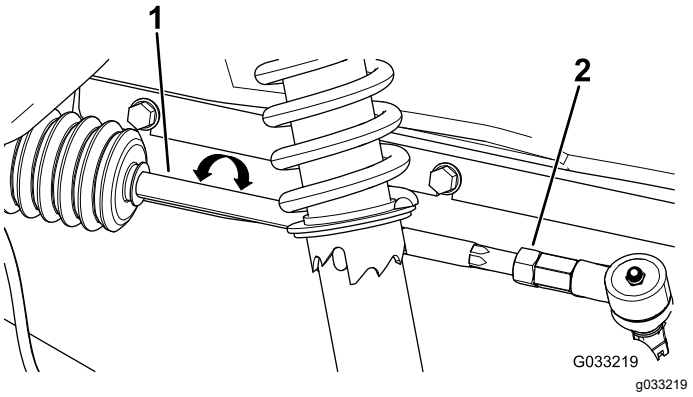

Figur 45
3. Om måttet inte hamnar inom 0–6 mm ska du lossa kontramuttrarna i den yttre änden av dragstängerna (Figur 45).